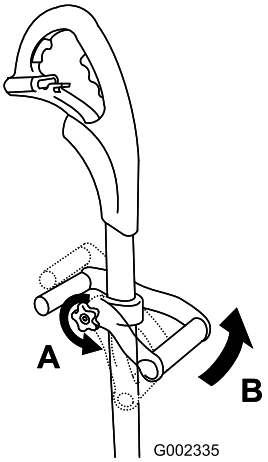

Figur 1
1. Lossa på ratten och flytta sedan stödhandtaget uppåt eller nedåt på axeln till önskad höjd (Figur 1).
2. Vrid stödhandtaget till ett bekvämt läge (Figur 1) och dra sedan åt ratten igen.